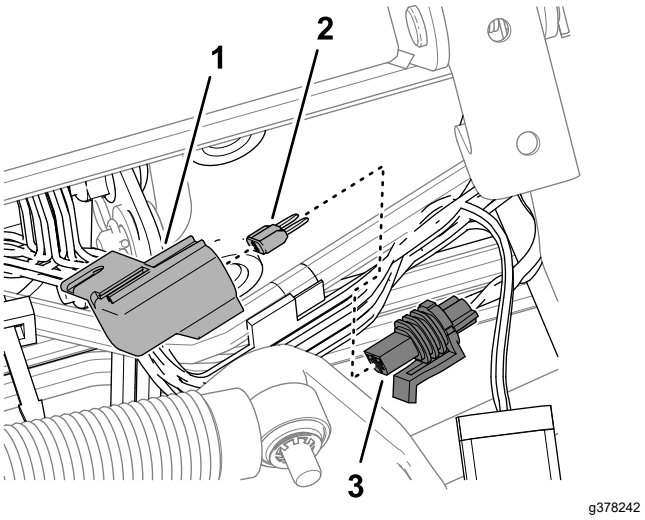

Figur 104
3. Fjern hætten fra den in-line-sikringsholder, der er mærket 10 A FUSE TELEMATIC PWR (Figur 104).